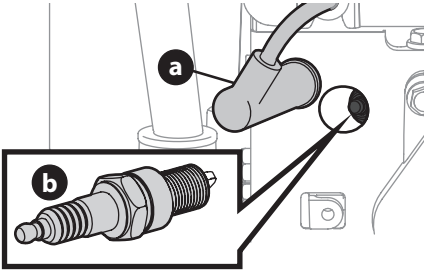

Figure 13
1. Enlevez le couvre-borne (a) de la bougie et retirez la bougie (b) avec une clé à bougie (Figure 13).